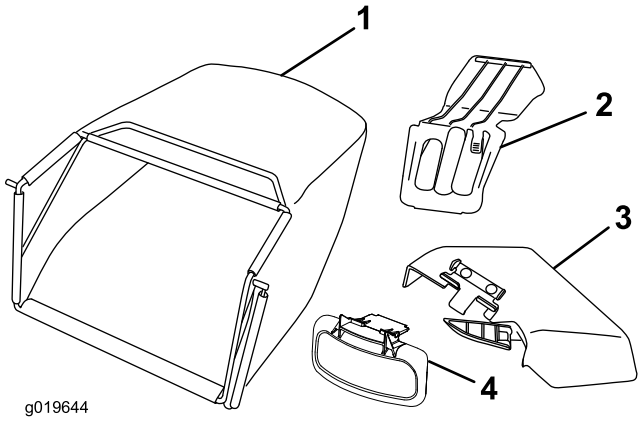

Rysunek 11
5. Ustaw dźwignię przepustnicy w pozycji Szybko po uruchomieniu silnika (Rysunek 11).